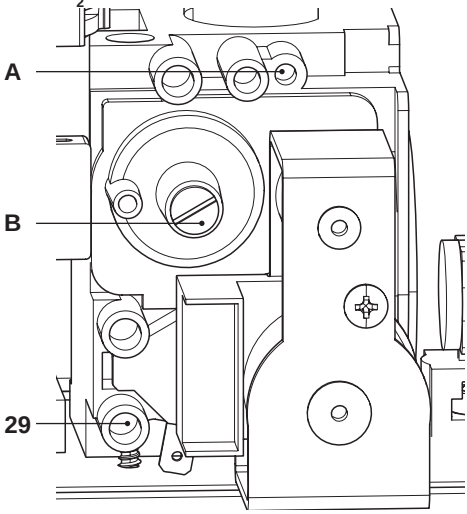

Figura 7.8
- A caldaia spenta (fuori servizio), controllare la pressione di alimentazione utilizzando la presa 29 in Figura 7.8 e confrontare il valore letto con quelli riportati nella tabella Pressioni di alimentazione gas nella sezione "Dati tecnici M270V.2025 SM" a pag. 22 e "Dati tecnici M270V.2530 SM" a pagina 26.
- Richiudere bene la presa di pressione 29 in Figura 7.8.
- Per tarare il **CO_2** della caldaia (pressione del gas al bruciatore) svitare completamente il tappo in ottone di protezione **B** e agire sulla vite a brugola Ø 4 mm sottostante Figura 7.8, girando in senso orario il **CO_2** aumenta.
- Se i due dati non coincidono agire sulla vite regolazione massimo RQ (**A** in Figura 7.8) della valvola gas e tarare il **CO_2** allo stesso valore riportato nella sezione "Dati tecnici M270V.2025 SM" a pag. 22 e "Dati tecnici M270V.2530 SM" a pagina 26. Girando in senso orario il **CO_2** diminuisce.